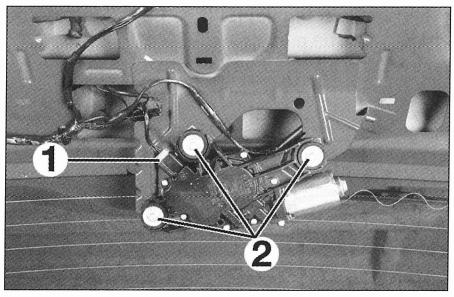

FIG. 73
• Sacar el conector (1) **(fig. 73)**.
• Desmontar los tres tornillos (2) y el motor de limpialuneta.